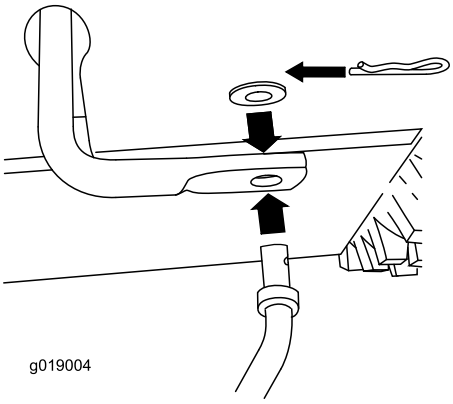

Bild 4
1. Setzen Sie das untere Ende der Stange so in den Unterlenkerarm ein, dass das gebogene Ende der Geschwindigkeitsschaltstange nach hinten zeigt (Bild 4).
2. Befestigen Sie das untere Ende der Geschwindigkeitsschaltstange mit einer Flachscheibe und einem Splint (Bild 4).